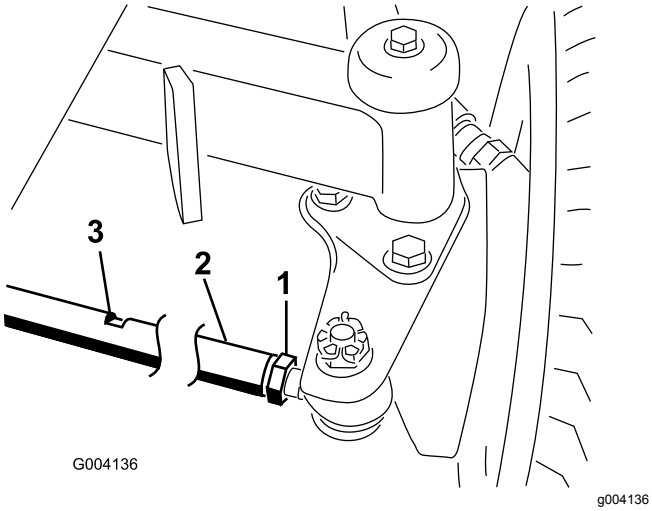

Figur 81
2. Løsne låsemutteren på begge ender av parallellstaget (Figur 81).